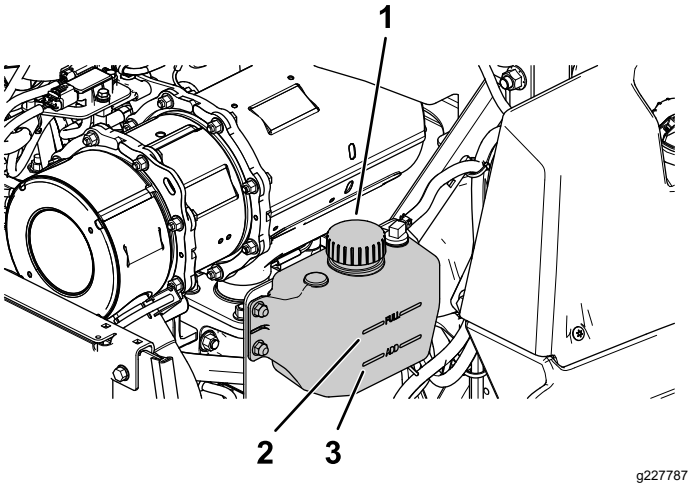

Figura 52
4. Verifique o nível de líquido de arrefecimento do depósito secundário (Figura 52).
5. Se o nível do líquido de arrefecimento do motor estiver baixo, retire o tampão do depósito de expansão e adicione o líquido de arrefecimento especificado (Figura 52).